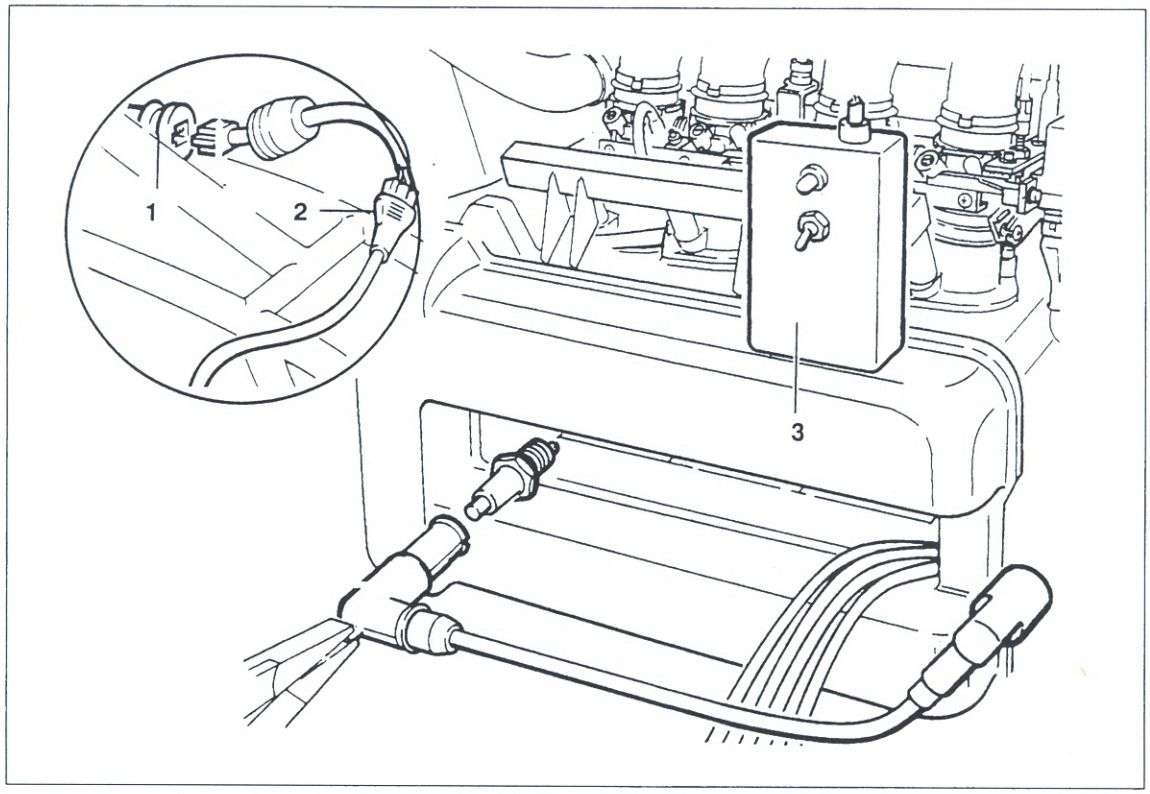

Bild 79
● Stecker des Zündgebers ① Bild 79 trennen und Adapterkabel ② anschliessen.